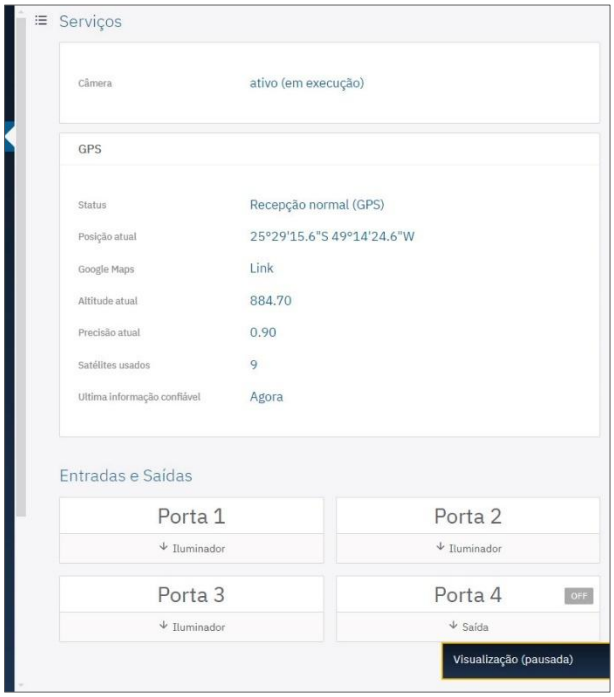

Figura 8 - Datos disponibles sobre el Estado Actual de los Servicios de Cámara y GPS y las conexiones de puertos*
* Cuando el dispositivo es capaz de establecer comunicación con una red GPS, la información principal de geolocalización se presenta como en la Figura 8 anterior.